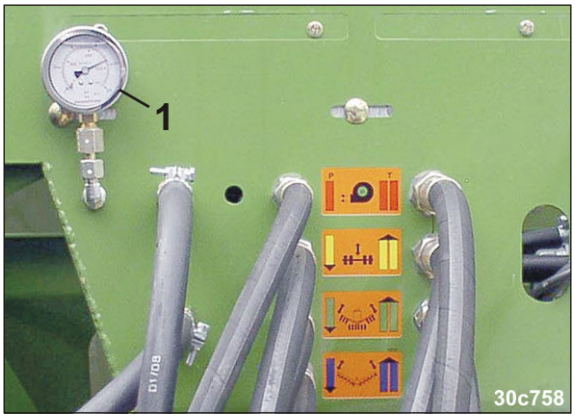

Fig. 92
- tryksættes manometeret (Fig. 92/1).
Manometeret (Fig. 92/1) viser aggregatets tilstand for traktorføreren.